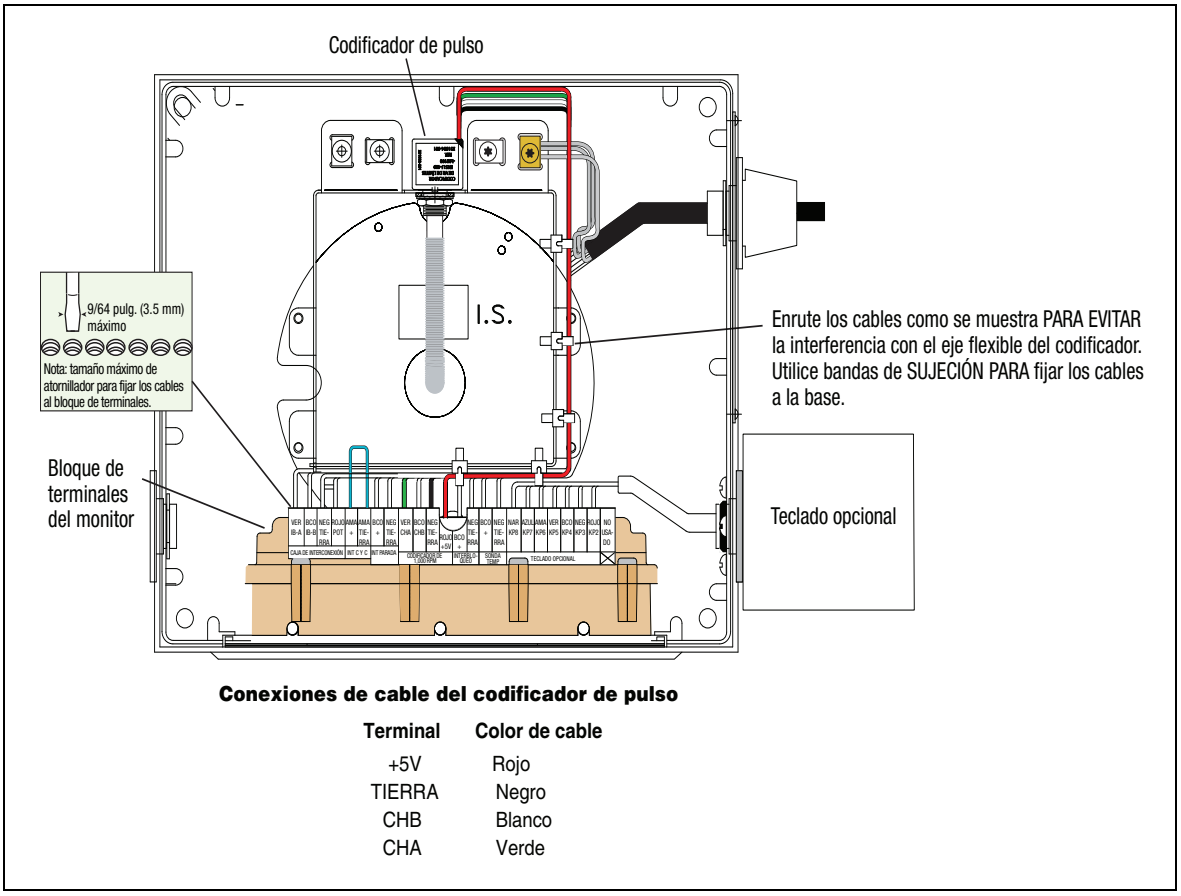

Figura B-5. Conexión de los cables del codificador de pulso con el bloque de la terminal del conjunto de visualización
7. Conecte los cables del codificador de pulso con el bloque de la terminal del conjunto de visualización como se muestra en la Figura B-5.